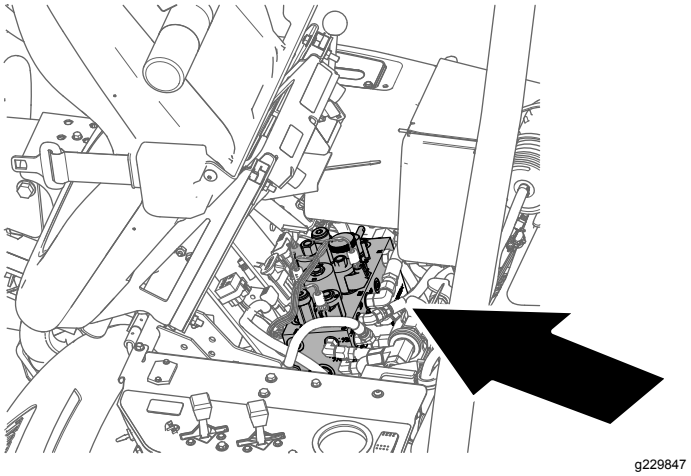

Figur 64
2. Tippa förarsätet framåt och säkra det med stöttan (Figur 64).